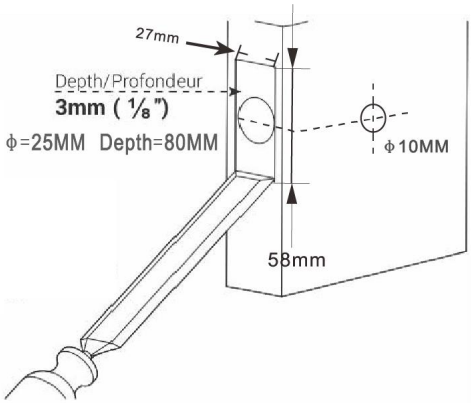

Abb. 4
1) Markieren Sie einen Mittelpunkt auf der "Riegel-Mittellinie". (siehe Abb. 4).